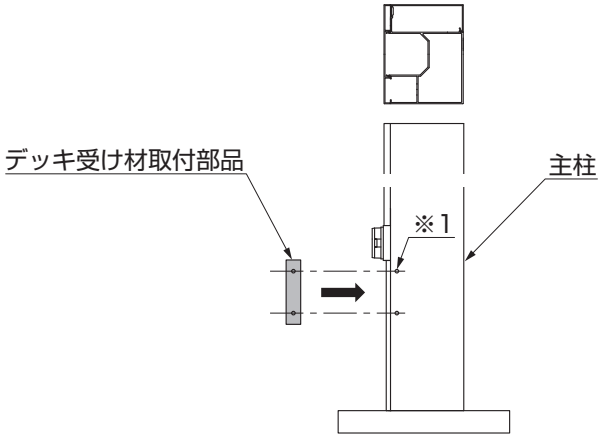

図2-13
①デッキ受け材取付部品を柱側面の穴に合わせて【27-1】、【28-1】で取付けてください。（図2-13参照）
●主柱、中間柱、連棟柱はF.L.下内側の穴位置とデッキ受け材取付部品側面の穴位置（※1）を合わせてください。（図2-13参照）